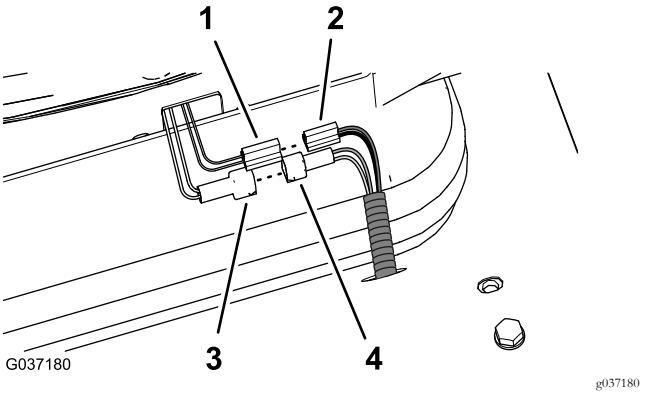

Figur 24
7. På baksiden av setet finner du kontakten med to pinner for setebryteren (gule og grå ledninger) og koble den til relédningssatsens kontakt med to sokler (hvite og svarte ledninger) som vist i Figur 24.
3. Koble kontakten med to blader for setets luftfjæring i kontakten med to sokler (svarte og røde ledninger) for ledningssatssettet på 350 cm. Se Figur 24 i Koble til releet og ledningssatsen (modell 02750) (side 9).